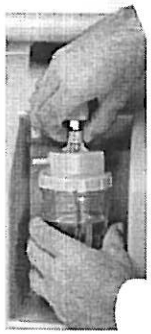

Figure 6
4. On the top of the humidifier, turn the thread nut counterclockwise while you connect the humidifier to the oxygen outlet, and tighten securely (Figure 6).